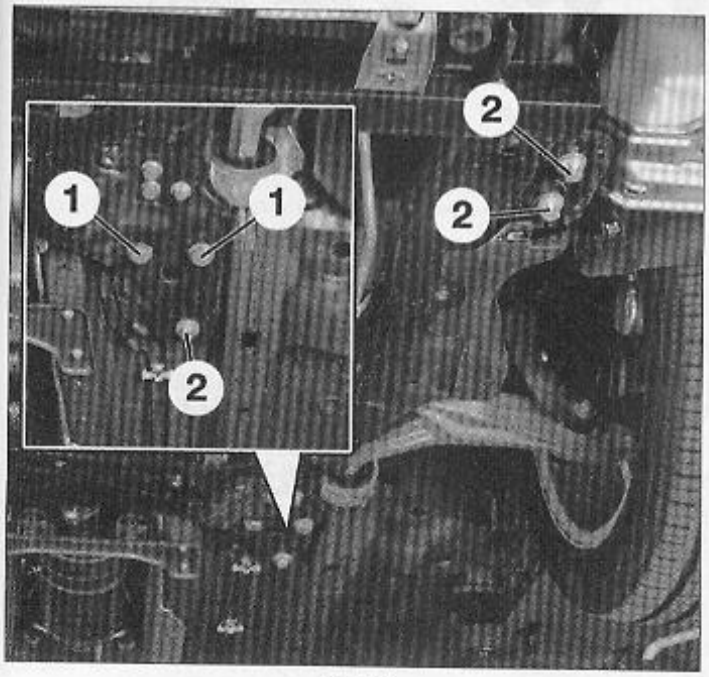

FIG. 10
• Déposer les vis (1) fixant l'arrière du berceau à la caisse **(Fig.10)**.
De chaque côté, déposer les vis (2) fixant le berceau à la caisse **(Fig.10)**.